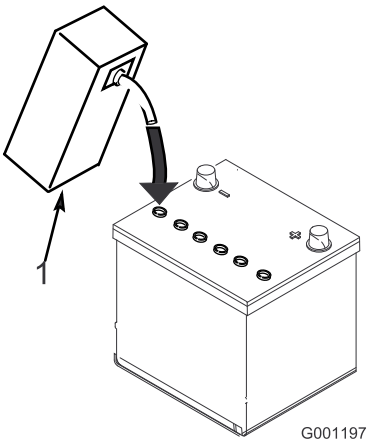

Figuur 6
3. Giet voorzichtig accuzuur in elke cel totdat de vloeistof ongeveer 6 mm boven de platen staat (Figuur 6).
4. Laat de platen ongeveer 20 tot 30 minuten weken in het accuzuur. Vul indien nodig bij totdat het accuzuur ongeveer 6 mm van de onderkant van de vulbuis staat (Figuur 6).